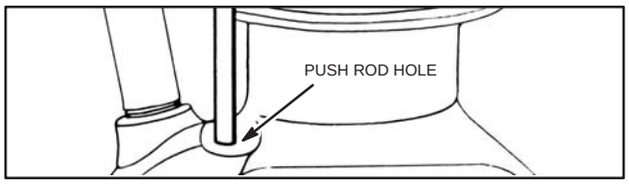

Fig. 114 – PUSH ROD HOLE
3. The push rod and hole are worn, Fig. 114.